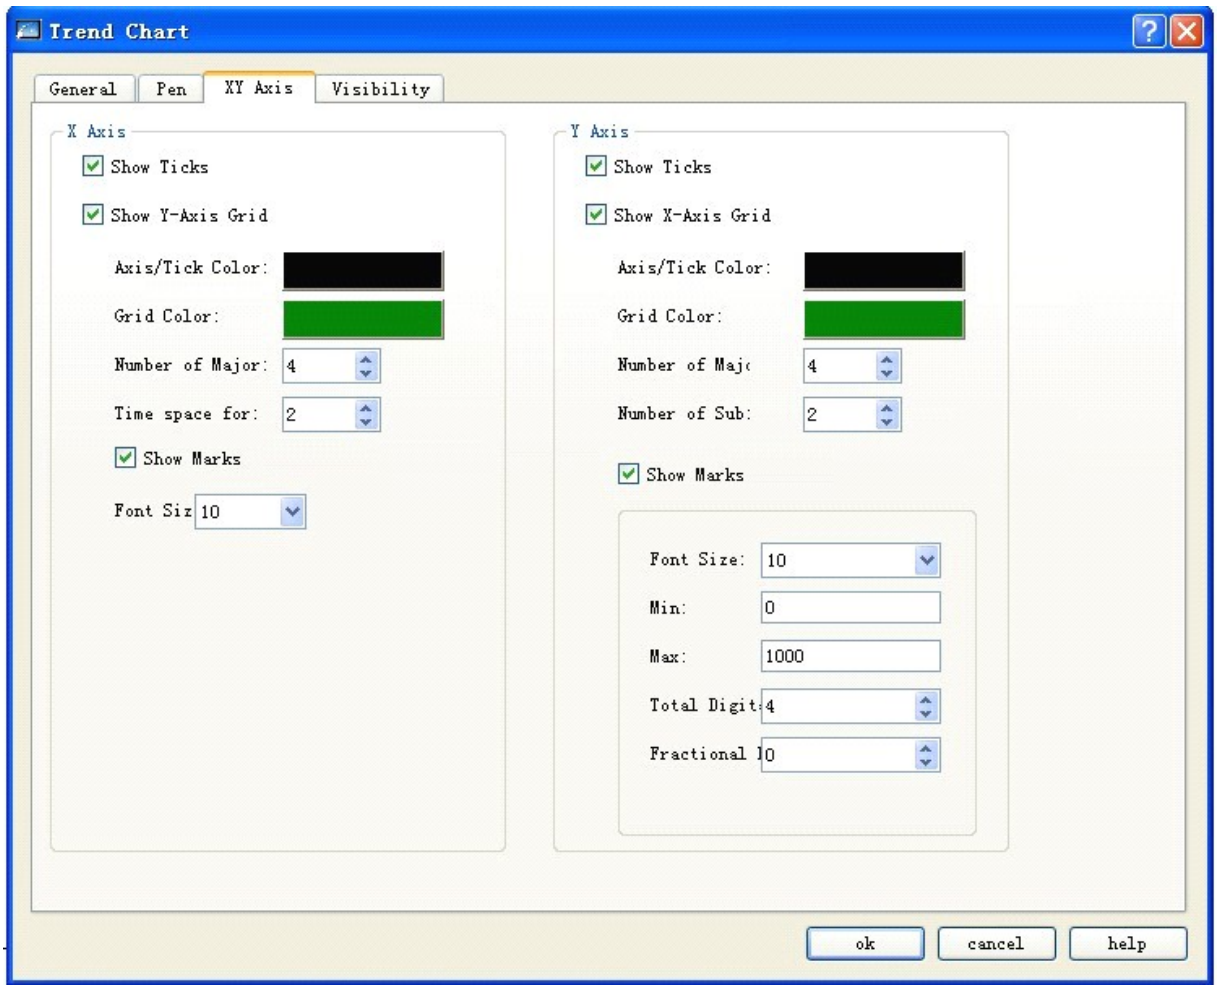

Рисунок 4-57 Вкладка настройки осей
3. Вкладка настройки осей (XY Axis tab). Смотрите рисунок 4-57